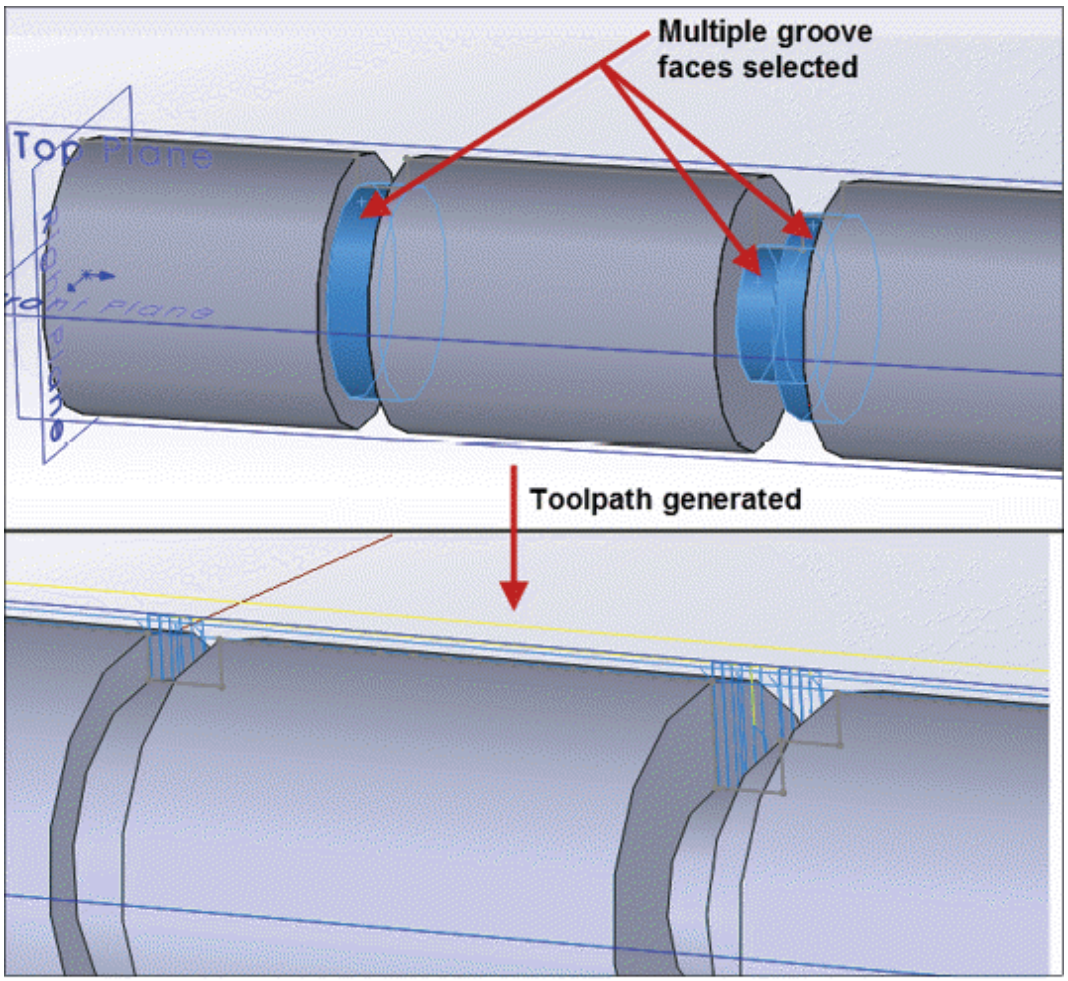

Figure-62. Multiple faces selected for groove toolpath
- Select desired radio button from the dialog box and then click on the **OK** button from it. Note that if you select the **Multiple chains** radio button in the dialog box then you can select multiple grooves to generate toolpaths; refer to Figure-62. The **Wireframe Chaining** dialog box will be displayed as discussed earlier.